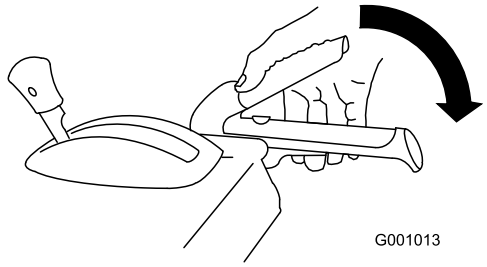

Figura 15
3. Per azionare la spazzola, premete lentamente la leva della spazzola di destra verso la stegola (Figura 15).